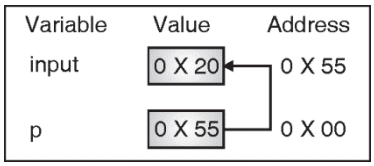

Fig. 4.12.4 : Pointer as variable
- Suppose we assign the address of input variable to a variable p. The Link between the variable p and input shown in Fig. 4.12.4. The address of p is 0×00.